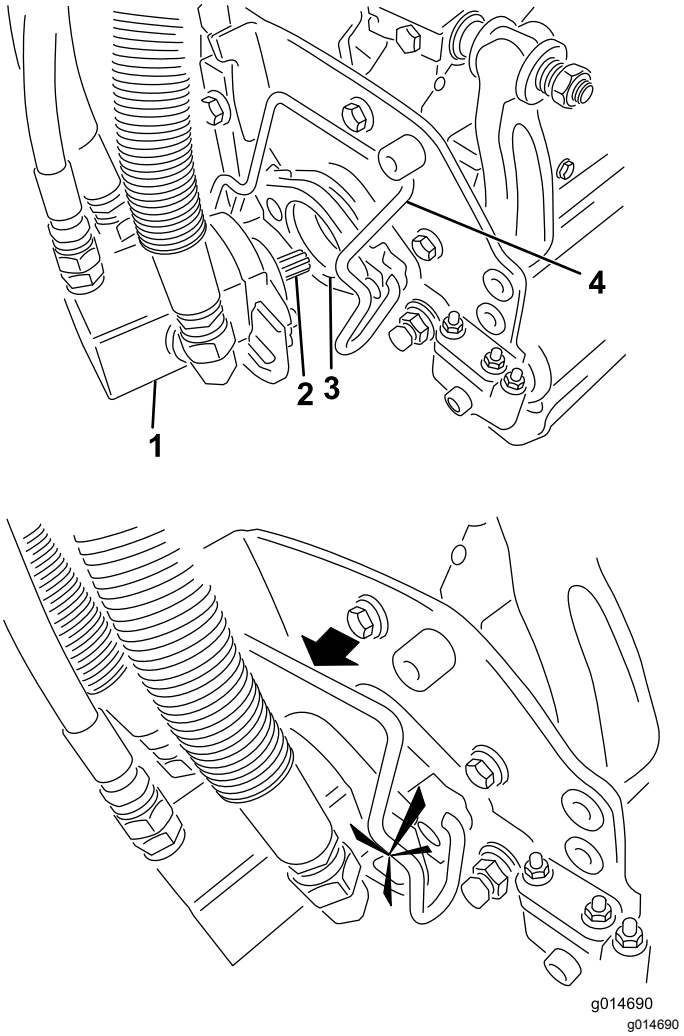

Rysunek 31
5. Nasmaruj wał z wypustem silnika zespołu tnącego cienką warstwą smaru (Rysunek 31).
6. Umieść silnik po lewej stronie zespołu tnącego (patrz od strony operatora) i pociągnij pręt mocujący silnik na zespole tnącym w kierunku silnika, aż do usłyszenia charakterystycznego kliknięcia po obu stronach silnika (Rysunek 31).